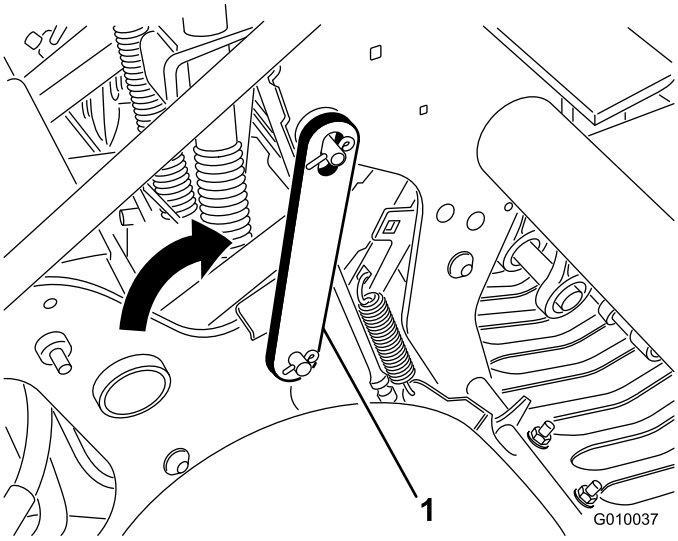

Figuur 22
3. Draai de onderhoudsvergrendeling naar achteren en steek deze op de pen van de beluchtingskop (Figuur 22). Vastzetten met de borgveer.